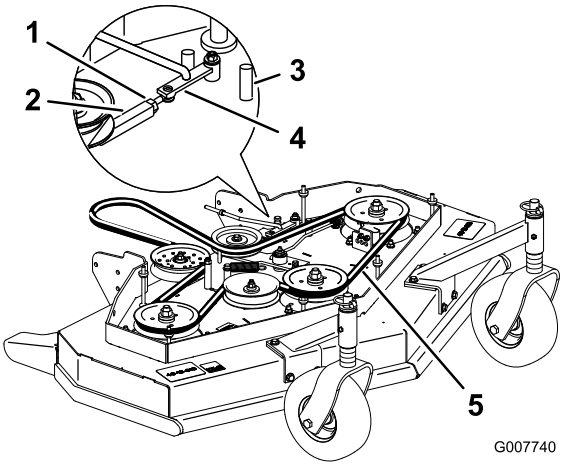

Figuur 44
3. Draai de borgmoer op de spanmoer los (Figuur 44).
4. Draai de spanmoer richting de achterkant van de maaimachine om de spanning op de riem te doen toenemen. Draai de spanmoer richting de voorkant van de maaimachine om de spanning op de riem te doen afnemen (Figuur 44).